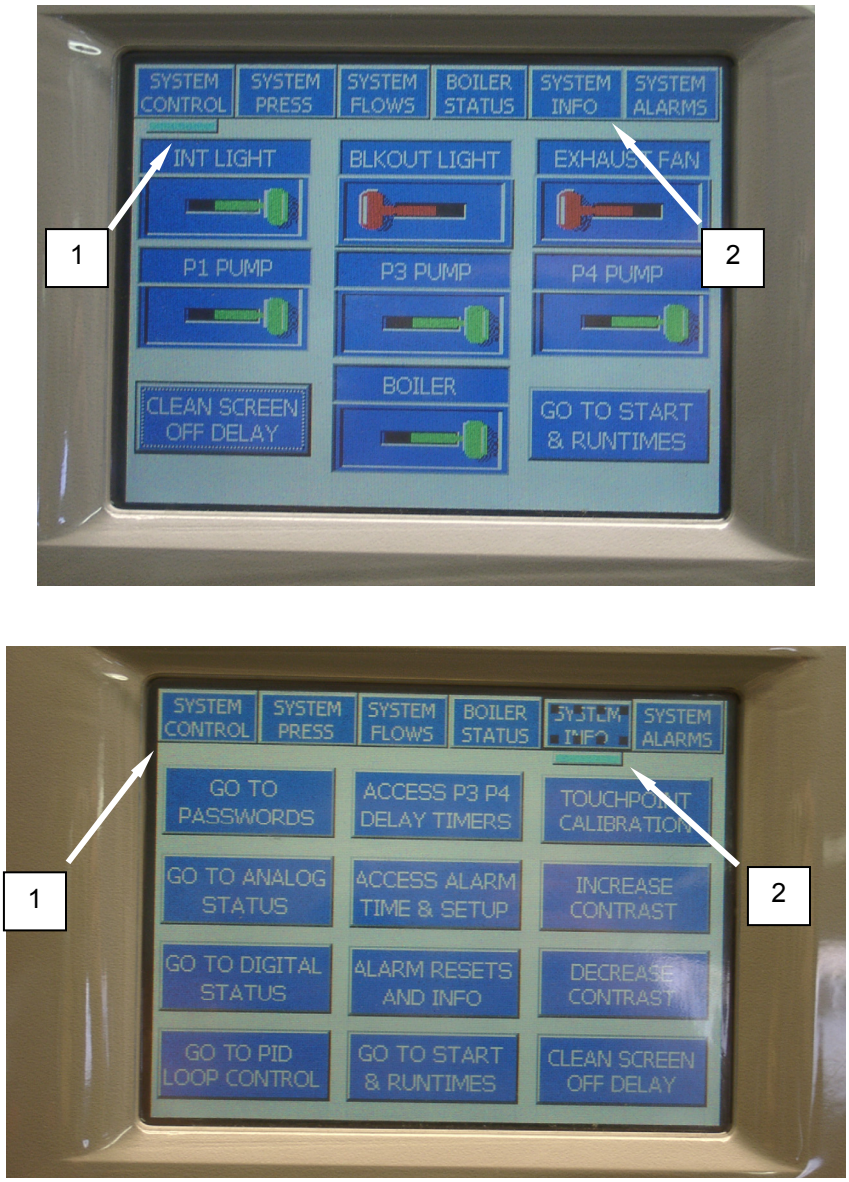

Figure 1. System Info Display.
1. When the PLC is powered up, the SYSTEM CONTROL display **(Figure 1, Item 1)** is presented. If a SYSTEM INFO function is desired, touch the SYSTEM INFO tab **(Figure 1, Item 2)** to access the screen. An indicator bar or highlight will indicate that the SYSTEM INFO screen is presented.
2. The PLC will show the display in Figure 1. Each button provides access to a menu function.
3. Press SYSTEM CONTROL **(Figure 1, Item 1)** to return to the SYSTEM CONTROL menu. For information on additional PLC screens and controls, refer to TM 10-3510-226-10.